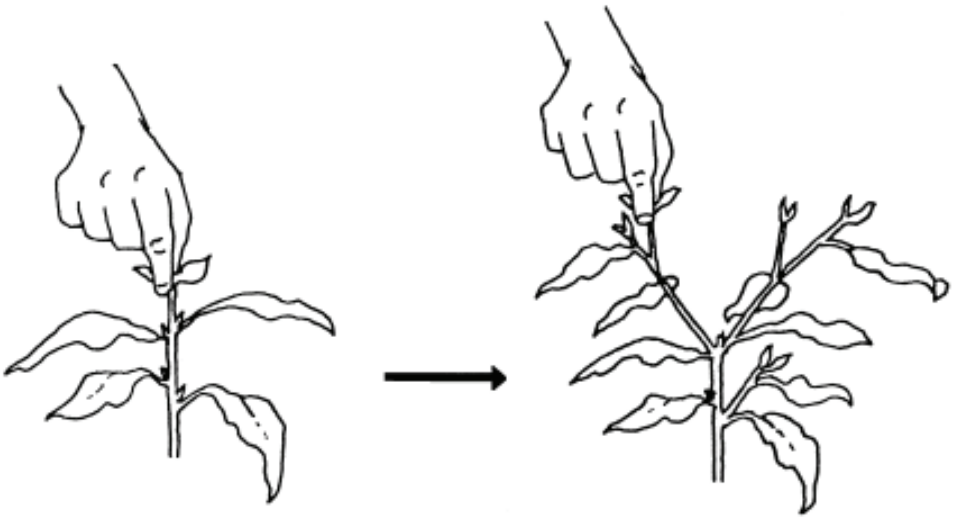

Figure 16. *Tip pruning to encourage side branching*
- **Tip pruning (all varieties).** For the first 18 months after planting, regularly pinch out the growing tips to give more side shoots (Figure 16). This helps develop a bushier, more rounded tree, which comes into bearing a little earlier.
Continue the tree shaping operations started at planting—either pinching out of the growing tips (for the first 18 months) or removing and cutting back of side branches to produce a strong central leader (Reed and Lamb Hass only, and only for the first 12 months)—see Figures 16 and 17. Remove lower limbs (skirting) only if these are interfering with irrigation or fertiliser placement. Avoid heavy pruning of any part of the canopy at this stage.